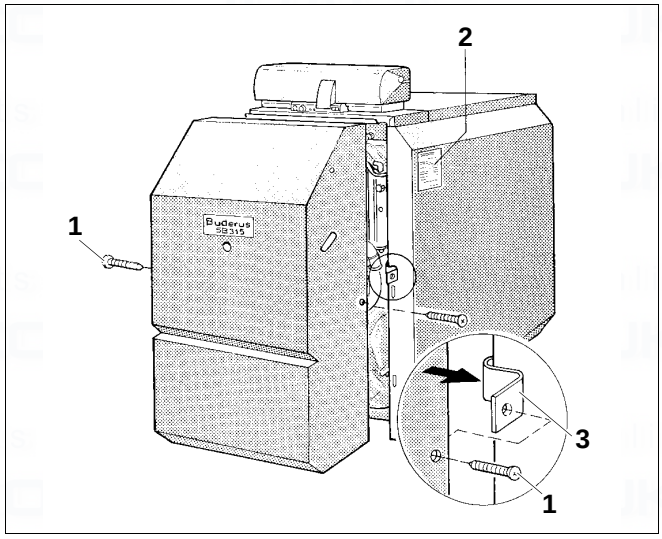

Fig. 26 Install the burner hood SB315 VM
- Insert the angled snap nuts on the l.h. and r.h. side into the cut-out provided in the side panel angle (Fig. 26).
- Hook the burner hood into the angle of the front boiler cover (Fig. 26).
- Insert the locking bolts on the r.h. and l.h. side through the burner hood into the angled fixing (Fig. 26).
Position the data plate according to boiler location on top of the r.h. or the l.h. side panel (Fig. 26).
- If fitted, unscrew the locking bolts from the burner hood and remove the hood, see Fig. 26, page 23.
- Hook the burner hood into place and secure with locking bolts, see Fig. 26, page 23.